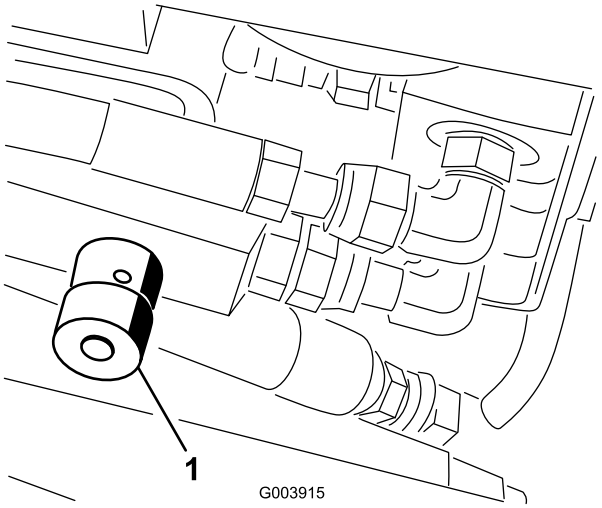

Figur 76
1. Løft hjelmen, og find ventilen på venstre, bageste side af maskinen (Figur 76).